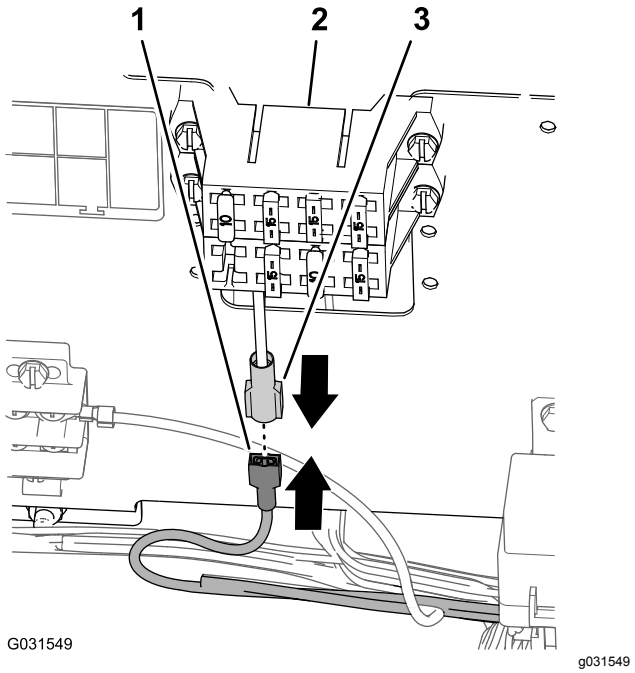

Figur 203
1. Om maskinen har en bladkontakt för redskap på maskinens säkringsblock kan du ansluta bladkontakten på finputsningssatsens kablage till uttagskontakten på maskinens säkringsblock (Figur 203).